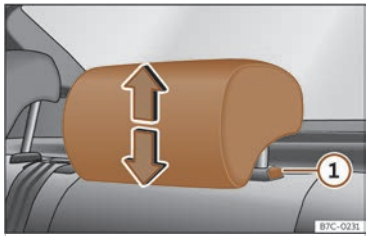

Fig. 86 Rear headrest: adjusting the headrest.
- Grab the sides of the headrests with both hands and push upwards to the desired position. To lower it, repeat the same action, pressing the button on the side ① ››› **Fig. 86**.